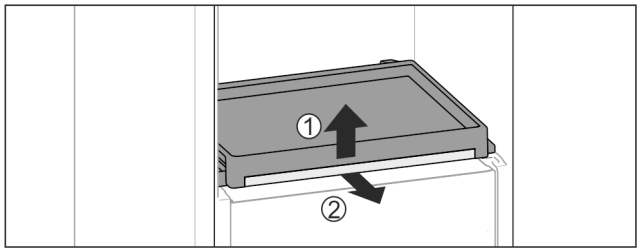

Fig. 153
▶ Sortir la bordure télescopique avec la tablette : Soulever légèrement la tablette par l'avant *Fig. 153 (1)* et la sortir vers l'avant *Fig. 153 (2)*.